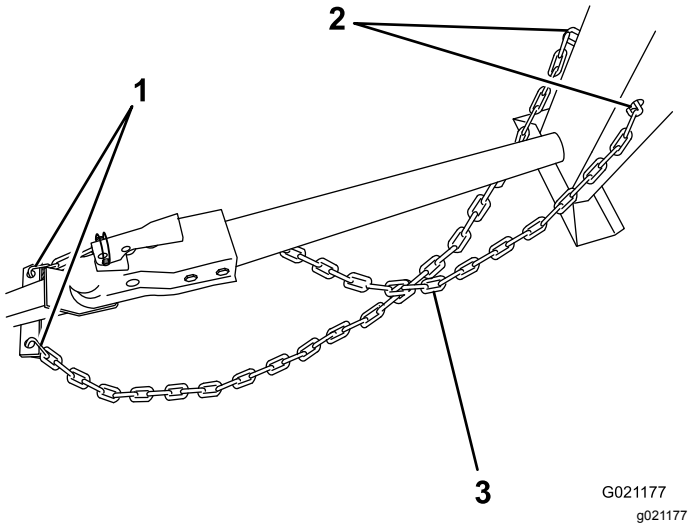
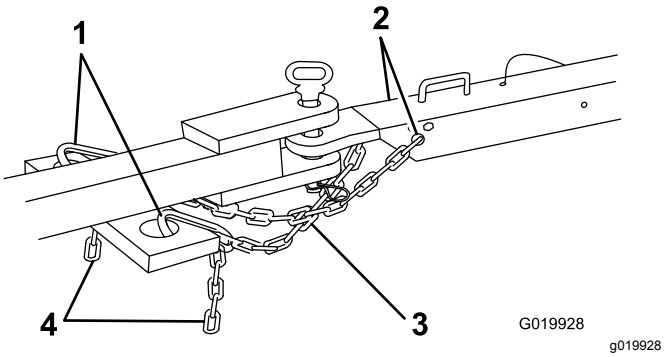

Figura 25
Figura 26
2. Cruce ambos tramos de cadena **debajo** de la barra de tracción (debajo de la barra de enganche en el caso de los modelos de descarga frontal). Para modelos de descarga lateral, consulte Figura 25. Para modelos de descarga frontal, consulte Figura 26.